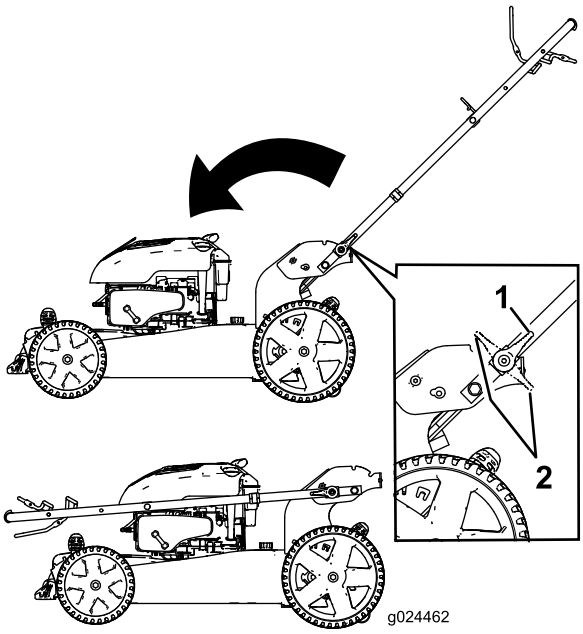

Figur 18
3. Udkobl håndtagslåsene (Figur 18).
4. Fold håndtaget helt fremad (Figur 18).